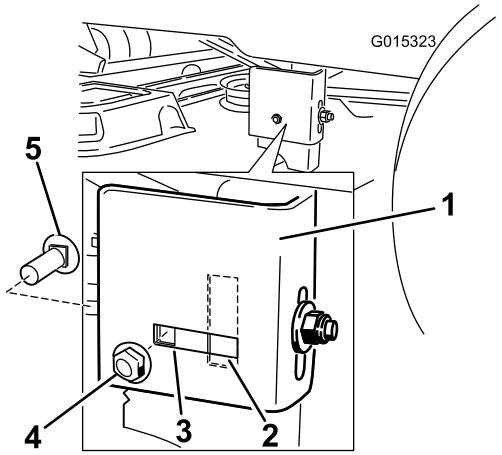

Figur 59
8. Kontrollera om sidovagnskruven är i det låsta eller skårade läget (Figur 59).
Obs: Om sidovagnskruven är i det låsta läget tar du bort sidovagnskruven och sidolåsmuttern från det låsta läget och monterar dem i det skårade justeringsläget (Figur 59).